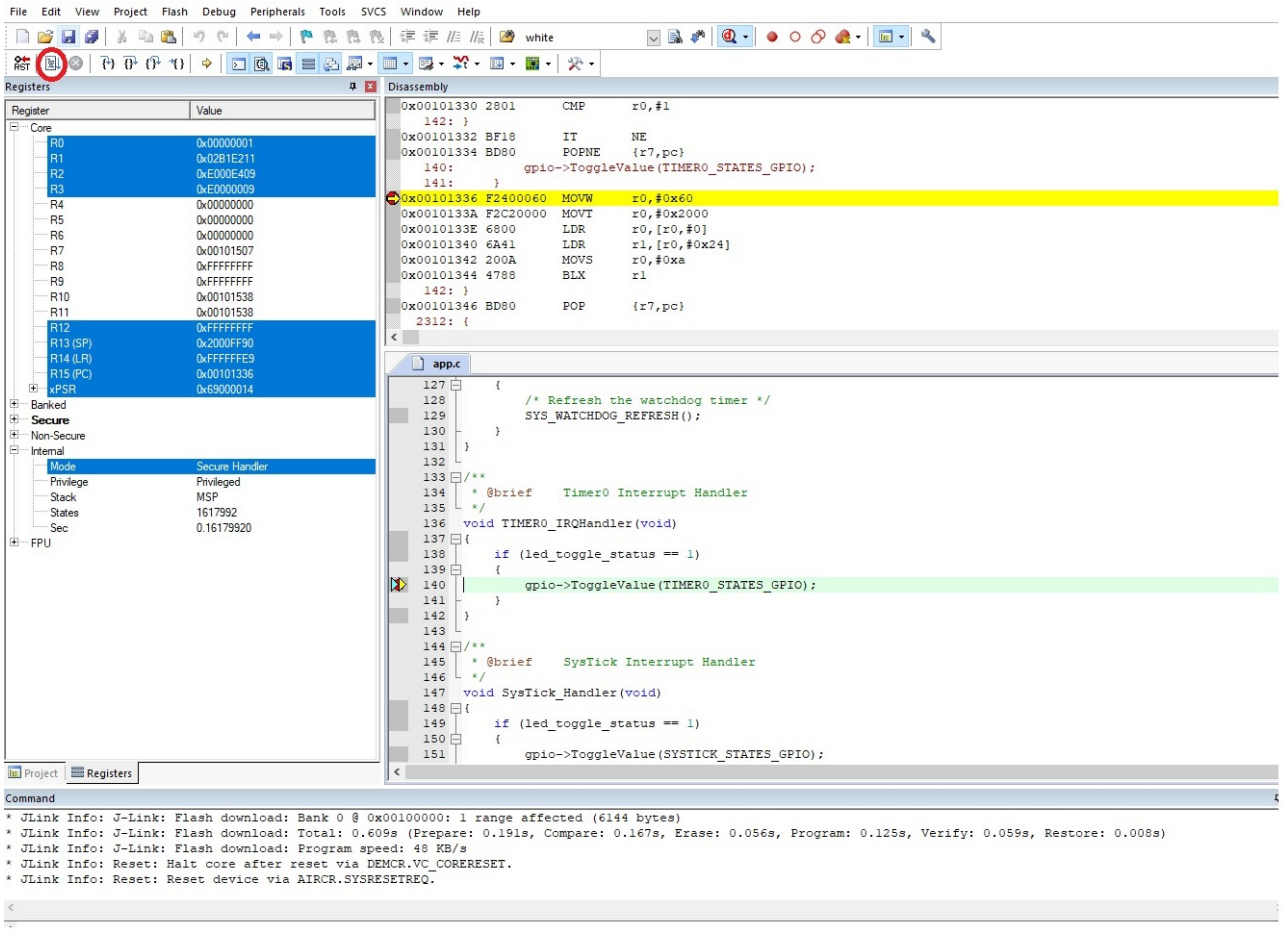

Figure 30. Debug Session in the Keil µVision IDE
3. The application runs up to the first breakpoint in main, as shown in the "Debug Session in the Keil µVision IDE" figure (Figure 30). You can press F11 multiple times to step through the code and observe that the LED changes its state when the application executes the line `gpio->ToggleValue(TIMER0_STATES_GPIO)`.